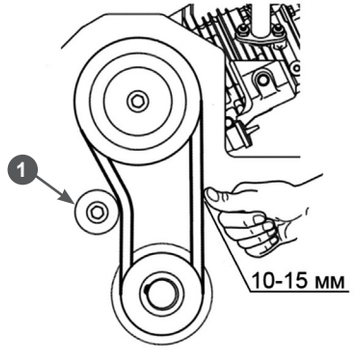

Рис. 24 Проверка натяжения ремня привода вибратора
3. Проверьте натяжение ремня. Правильно натянутый ремень при сильном нажатии пальцем должен прогибаться примерно на 10-15 мм (Рис. 24).